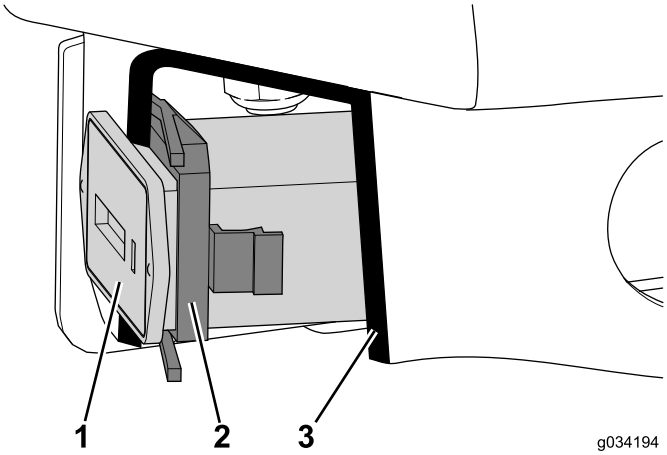

**Figura 26**
1. Pressione o contador de horas no recorte até que fique preso com a fixação (Figura 26).